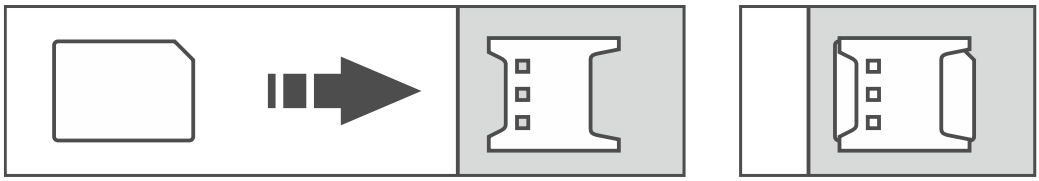

Rys. 17. Sposób montażu karty nano-SIM.
3. Włóż kartę / karty SIM do gniazda / gniazd (rys. 17).